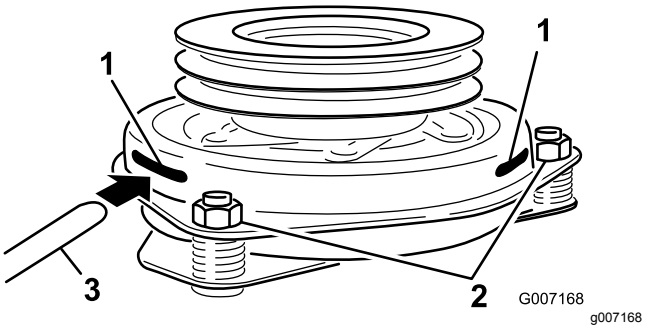

Figur 83
9. För in ett bladmått på 0,381–0,533 mm genom ett av inspektionshålen på sidan av enheten (Figur 83).
10. Dra åt låsmuttrarna tills du känner ett motstånd i bladmåttet, men ändå kan röra det inom luftgapet utan problem (Figur 83).